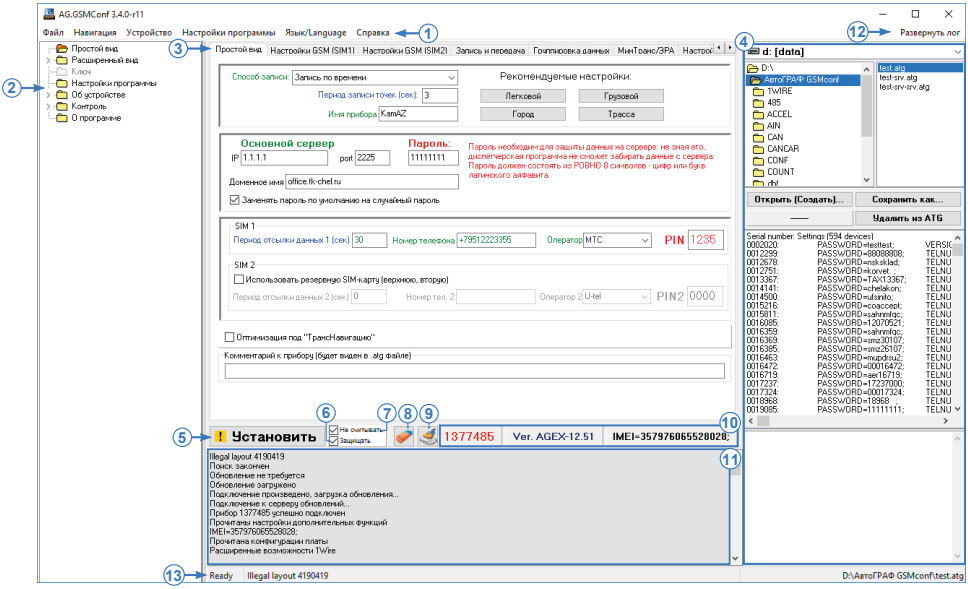

Рис.6. Интерфейс программы.
11. Окно состояния – в этом окне отображается ход работы в программе AG.GSMConf. Кнопка «Развернуть лог» (Рис.6, п.12) позволяет развернуть окно состояния, в котором отображается лог работы в программе, на все окно программы. Данная опция удобна для просмотра большого лога. Свернуть лог можно повторным нажатием кнопки.
Опции меню, не поддерживаемые прибором, как и вкладки, автоматически скрываются. Меню «Навигация» дублируется в древовидном меню слева **(Рис.6,п.2)**.